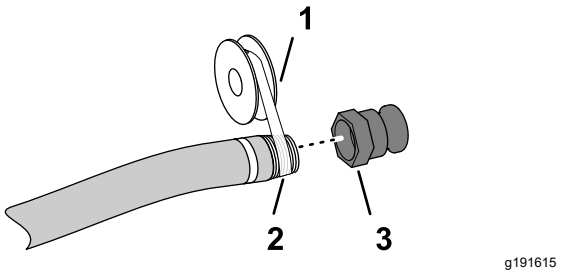

Figur 4
5. Fäst PTFE-gängtätningen (Figur 4) på slangnippelns gängor (1 tums nationell rörgänga).
6. Gänga snabbkopplingen på påfyllningsslangen och dra åt för hand (Figur 4).